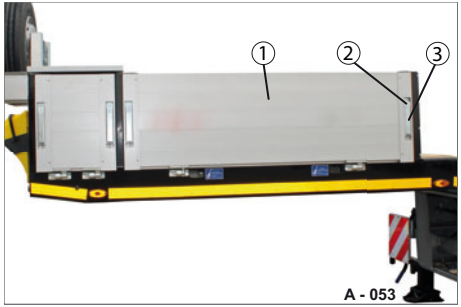

Abb. 47 Bordwand geschlossen
- ▶ Drücken Sie die Sicherung (Abb. 47/2) am Handhebel-Verschluss (Abb. 47/3).
- ▶ Halten Sie die Bordwand (Abb. 47/1) mit einer Hand fest und entriegeln Sie den zweiten Handhebel-Verschluss.